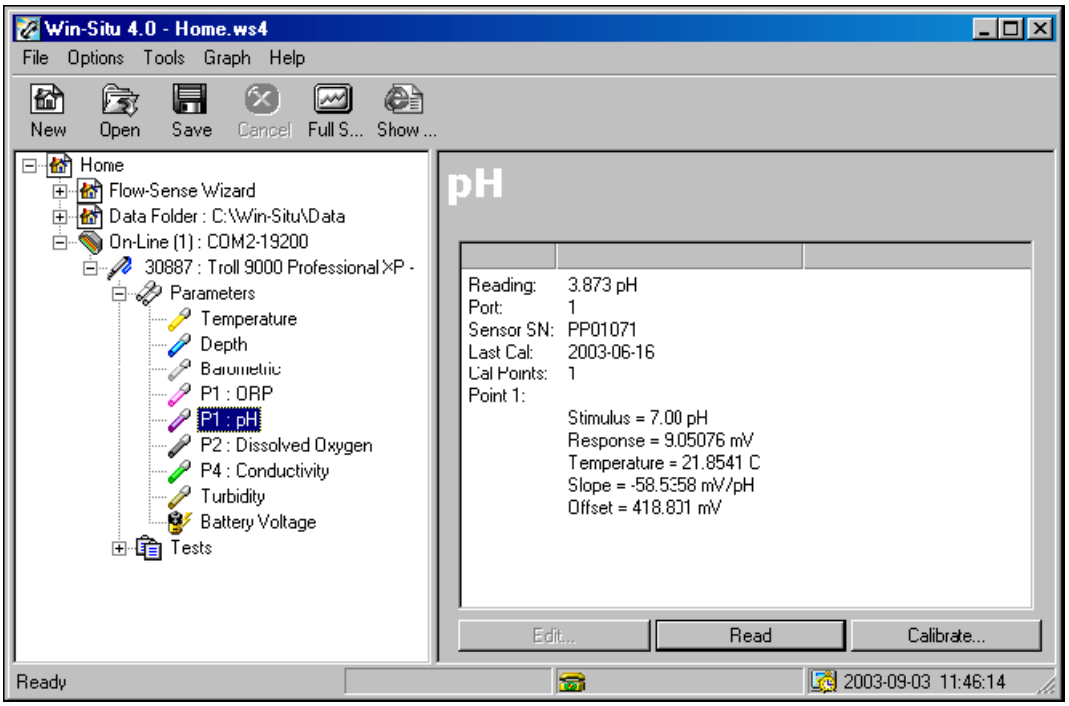
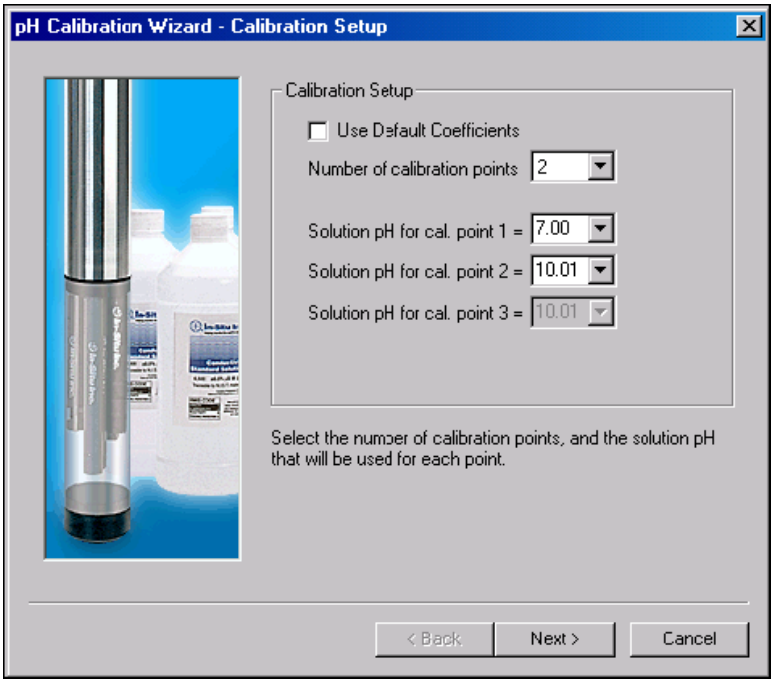

Figure 1. Calibration Step 2.10.4 & 2.10.5
Figure 2. Calibration Steps 2.10.5 through 2.10.7
2.10.4 Click to select pH in the Parameters list. The sensor serial number (SN) and recent calibration information is displayed as shown in Figure 1.
2.10.5 Select **Calibrate** button as displayed in Figure 1. The pH Calibration Wizard starts. A screen like Figure 2 is displayed.